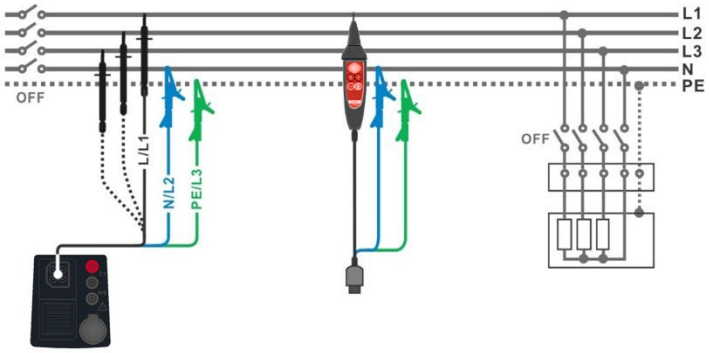

Abbildung 7.11: Anschluss der 3-Leiter-Prüfleitung und der optionalen Commander-Prüfspitze (044155)
- Schließen Sie die Prüfleitungen am Prüfobjekt an (siehe ***Abbildung 7.11***).